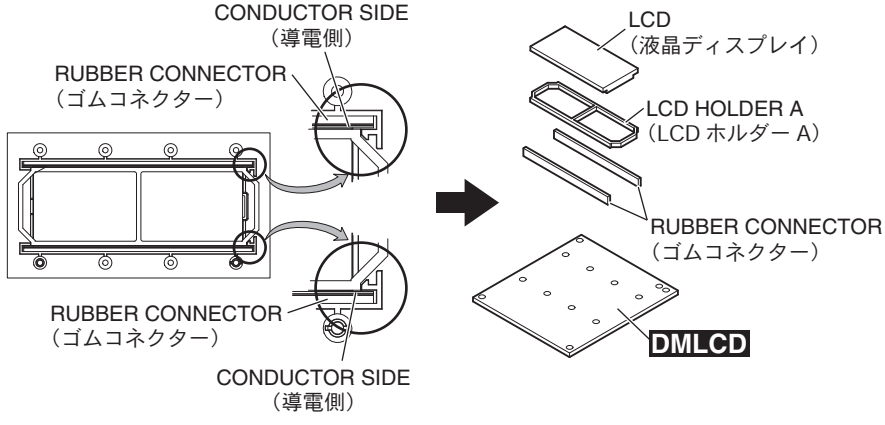

Fig. 4（図 4）
2-3-1 Remove the rubber connector and LCD holder A. The LCD can then be removed. (Fig. 4)
* ***When attaching the rubber connector, set the conductive part to face inside. (Fig. 4)***
2-3-1 ゴムコネクターと LCD ホルダー A を外して、液晶ディスプレイを外します。(図 4)
※ ゴムコネクターを取り付けるときは導電部を内側にしてください。(図 4)